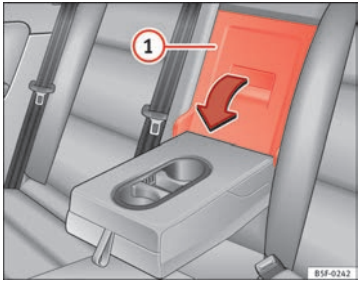

Fig. 102 On the rear seat backrest: tailboard opening.
- Pull on the release lever in the direction of the arrow and fold the tailboard cover ⇒ Fig. 102 (1) completely forwards.